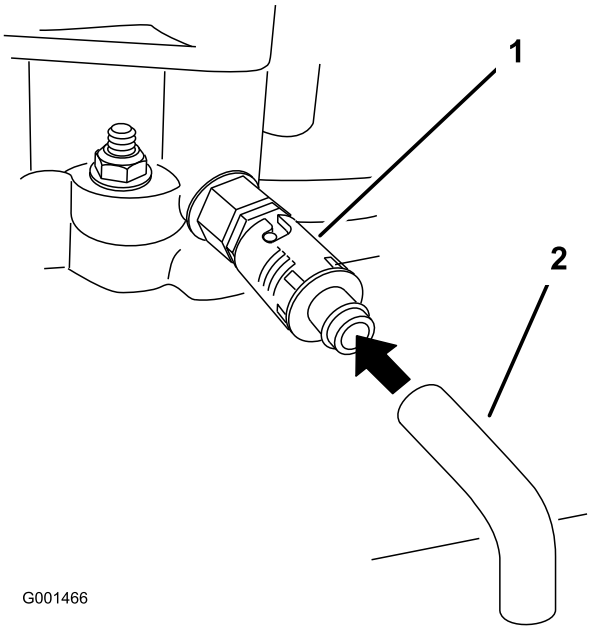

**Figure 30**
6. Placez un bac sous le flexible de vidange. Tournez le robinet de vidange d'huile pour permettre à l'huile de s'écouler (Figure 30).
8. Enlevez le flexible de vidange (Figure 30).